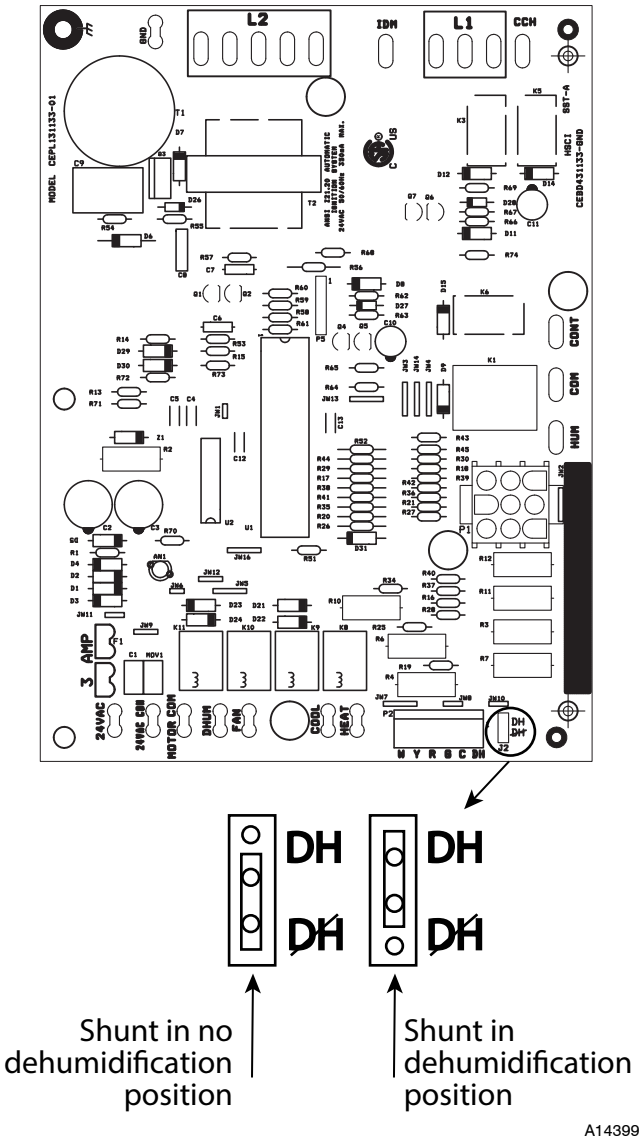
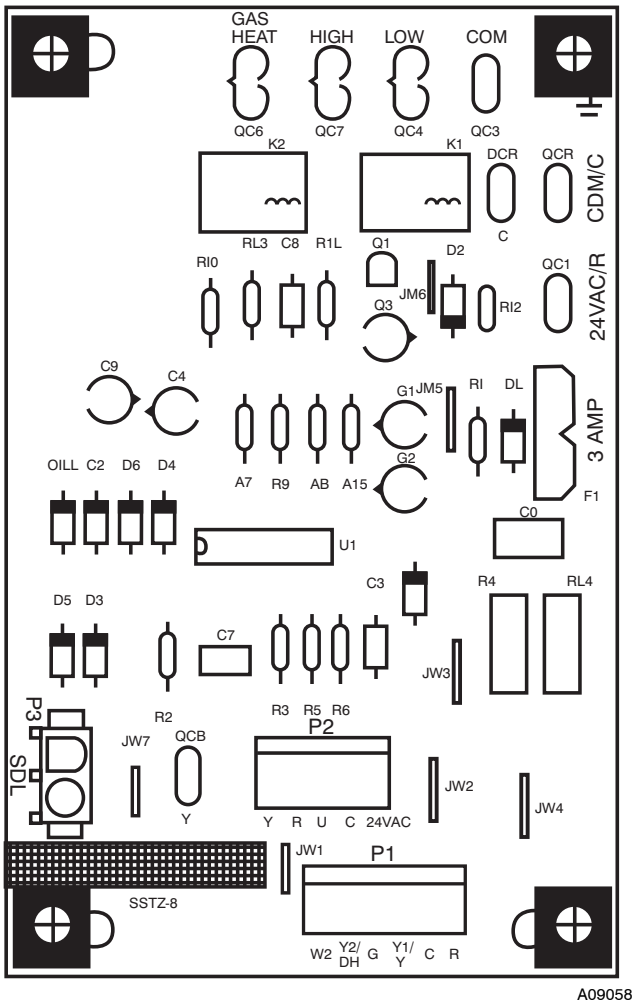

Fig. 17 - Single Phase IGC Board
Fig. 18 - Interface Fan Board (IFB)
This unit is factory-set for use with a single cooling fan speed. For single phase models, the cooling speed is marked "COOL" on the IGC (See Fig. 17). For 3-phase models, the cooling speed is marked "LOW" on the interface board (IFB)(See Fig. 18). The factory-shipped settings are noted in Tables 8 and 9. There are up to 3 additional speed tap wires available for use in either gas heating mode, cooling mode, or continuous fan mode (For color coding on the indoor fan motor leads, see Table 6). For single phase models, one of the additional speed tap wires is connected to the continuous fan, with the other 2 wires shipped loose in the control box near the IGC. For three phase models, the additional 3 speed tap wires are shipped loose with vinyl caps and are located in the control box near the interface fan board (IFB) (See Fig. 18).
2. Remove the current speed tap wire from the "GAS HEAT" terminal on the interface fan board (IFB) (Fig.18) and place vinyl cap over the connector on the wire.
2. Remove the current speed tap wire from the "LOW" terminal on the interface fan board (IFB) (See Fig. 18) and place vinyl cap over the connector on the wire.
1. Move shunt jumper on IGD board to "DH" (See Fig. 17).
1. Remove fan speed tap wire from the "LOW" terminal on the interface fan board (IFB) (See Fig. 18).
When the DEHUM feature is not used, the continuous fan speed will be the same as cooling fan speed. When the DEHUM feature is used, the continuous fan will operate on IFB "LOW" speed when the DH control lead is not energized, or IFB "HIGH" speed when the DH lead is energized (see Fig. 18).